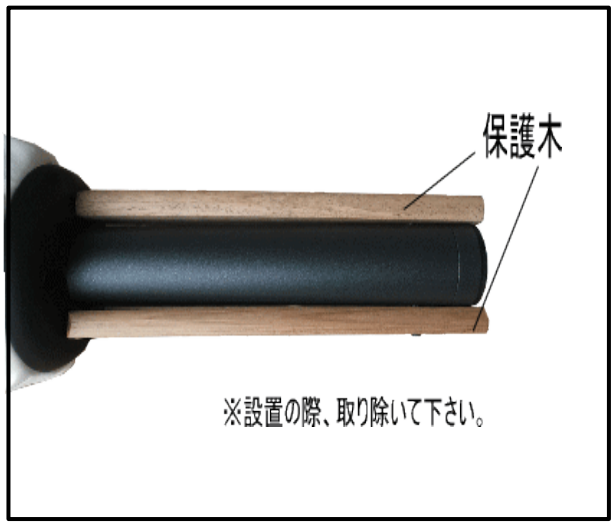

図.7
① パラソル本体（A）の上部にある運送保護用の木（２枚）を取り外して下さい。（図.7）